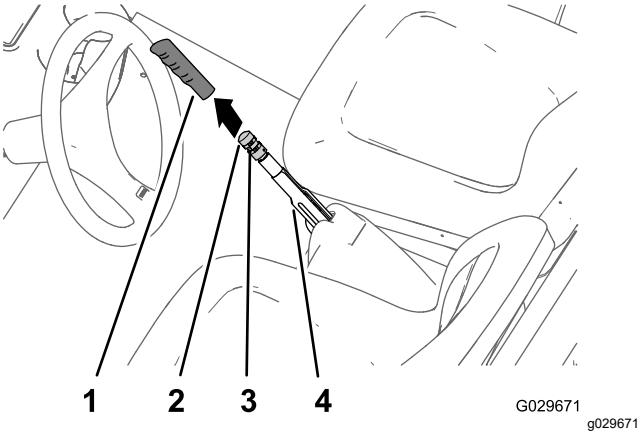

Figur 65
1. Ta bort handtagsgreppet från parkeringsbroms-spaken (Figur 65).
2. Lossa ställskruven som håller fast bromsjuste-ringsvredet på parkeringsbromsspaken (Figur 65).
3. Vrid bromsjusteringsvredet tills det når en kraft på 133–156 N för att koppla in parkeringsbromsspaken (Figur 65).
4. Dra åt ställskruven och montera handtagsgreppet (Figur 65).
2. Lossa ställskruven (Figur 65) som håller fast bromsjusteringsvredet på parkeringsbromsspaken, koppla ur parkeringsbromsen och lossa bromsjusteringsvredet.
5. Vrid bromsjusteringsvredet (Figur 65) tills en kraft på 133–156 N krävs för att koppla in parkeringsbromsspaken.
C. Vrid bromsjusteringsvredet (Figur 65) så att det behövs en kraft på 133–156 N för att koppla in parkeringsbromsspaken.
- Dra åt ställskruven och montera handtagsgreppet (Figur 65).